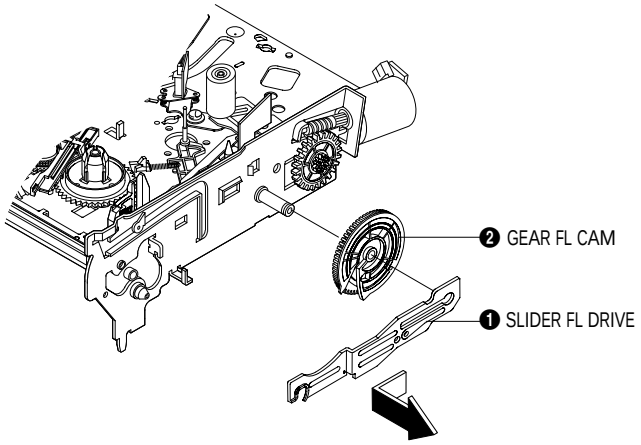

Fig. 1-6 Slider FL Drive Removal
1) Pull the Slider FL Drive ❶ to the front direction.
2) Remove the Slider FL Drive ❶ in the direction of arrow. (Refer to Fig. 1-6)
3) Remove the Gear FL cam ❷.